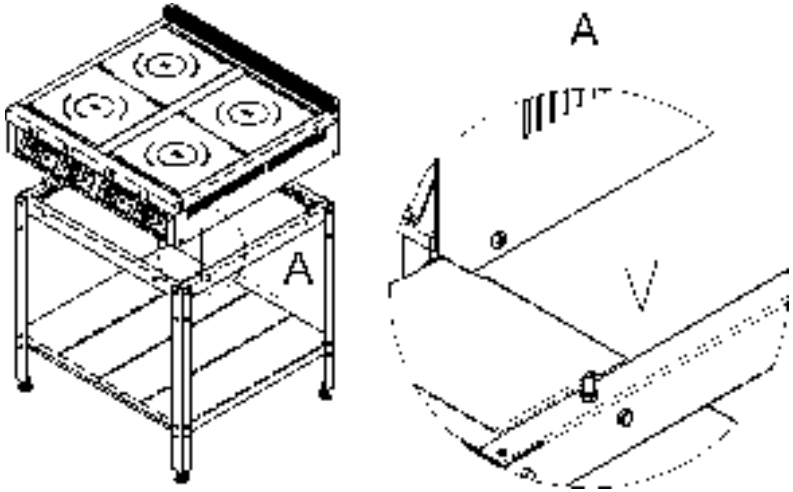

Рис.8
8. Установить плиту на подставку так, что бы концы 4-х болтов М6х20 попали в отверстия нижних боковых профилей каркаса плиты, как показано на рис.8.